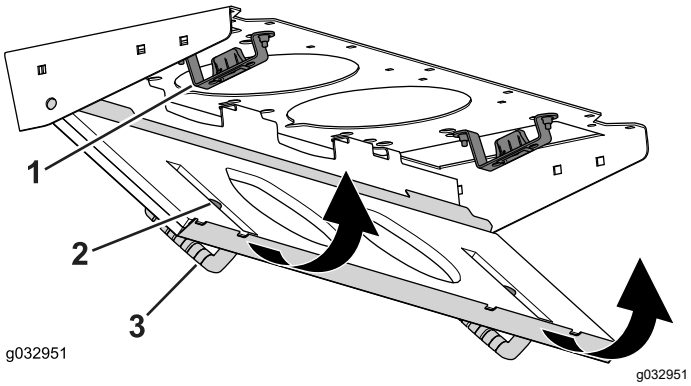

Figura 84
4. Ruotate lo schermo del filtro attorno alle alette fino a quando il fermo non si blocca nel gruppo del supporto del fermo (Figura 84).